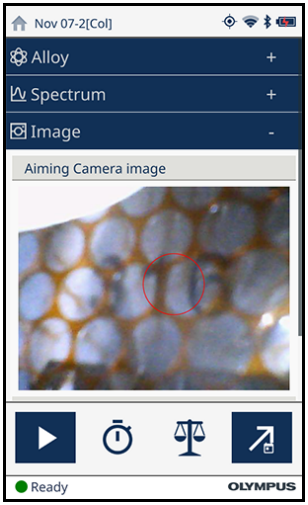

Рис. 4-38 Сохраненное изображение
1. По завершении анализа, щелкните на строке **Изобр.** (знак «плюс») для просмотра коллимированного изображения (см. Рис. 4-38 на стр. 150).